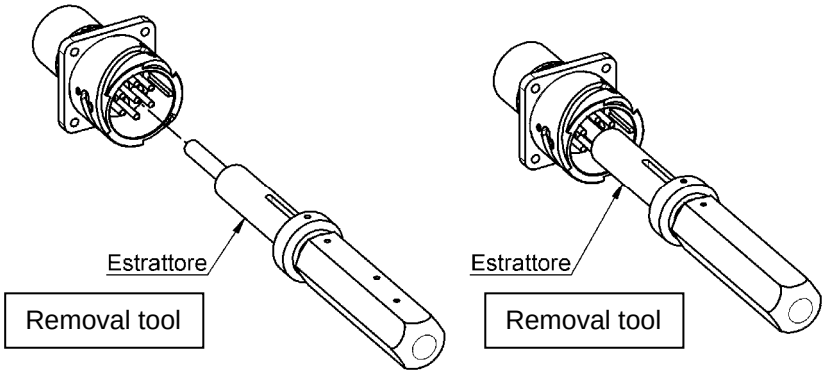
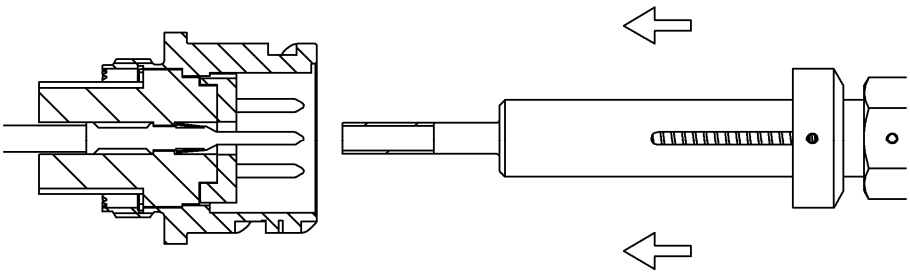
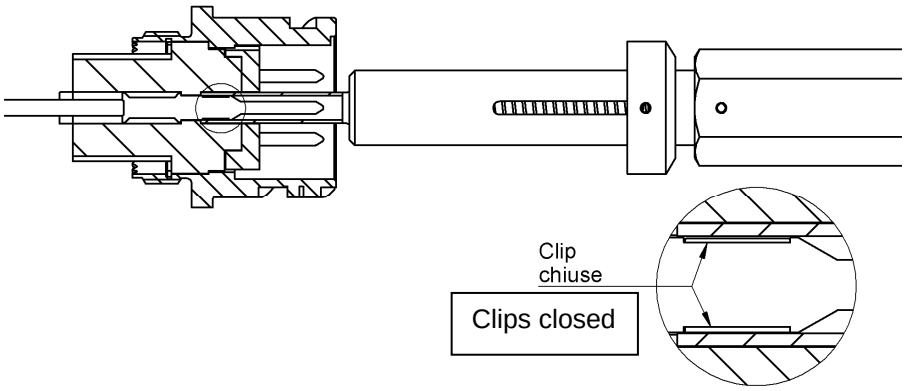

Fig. 20
Fig. 21
Fig. 22
Step 5.3: Insert the front tube of the extractor from the front side of the plastic insert (some inserts may have a front rubber gasket) until it is stops. In this way the clip petals become closed (Fig. 20, Fig. 21 and Fig. 22).